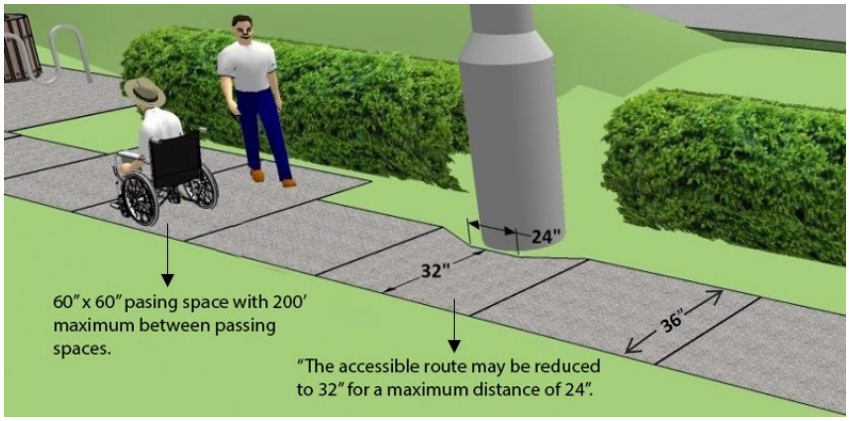

Figure 2-1 Accessible Route Standards Diagram
- The accessible route is allowed to decrease to a width of 32" for a maximum distance of 24", as shown in Figure 2-1.